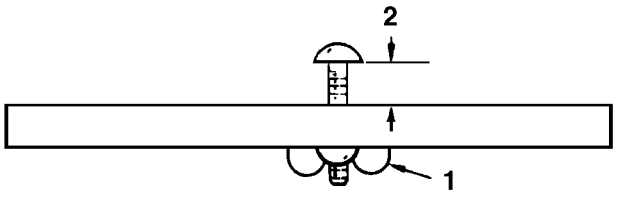
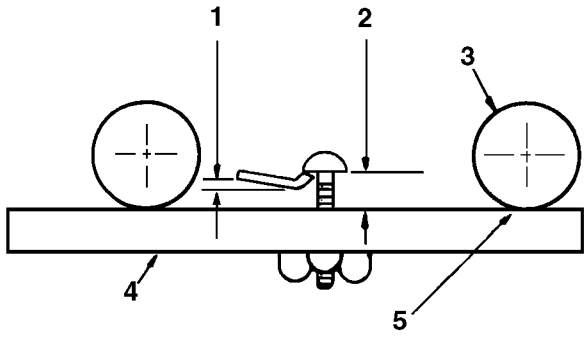

Fig. 5
Fig. 6
e la barra di misura, al fine di ottenere l'altezza di taglio richiesta (Fig. 5). Serrare il controdado per fissare la regolazione. Agganciare la testa della vite sopra il tagliente della controlama, e mettere la barra contro il fondo del rullo anteriore (Fig. 6).
- Allentare i dadi del rullo anteriore e regolare entrambe le estremità del rullo finché non toccano le estremità della barra di misura. Tenere la barra di misura saldamente contro il fondo dei rulli e regolare il rullo anteriore in modo che la testa della vite passi appena sopra la controlama (Fig. 6). Serrare i dadi del rullo anteriore.